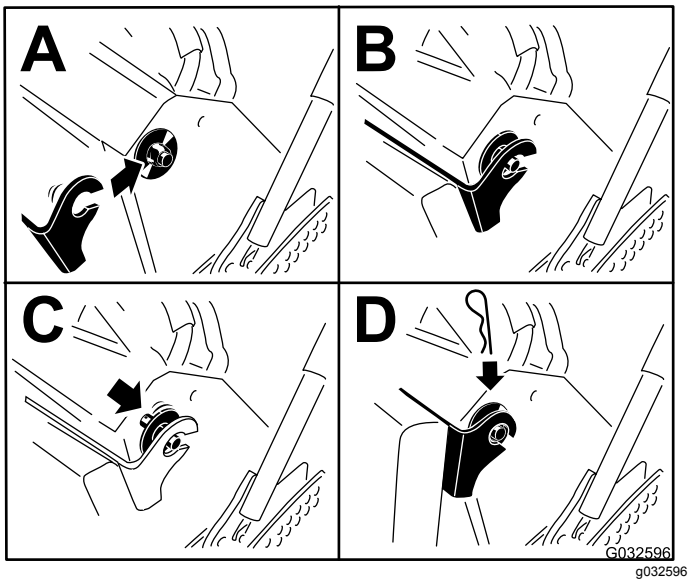

Figur 34
6. Lyft upp kudden och skjut tillbaka den på pinnarna på båda sidorna av maskinen (Figur 34).
7. Skjut in de stora brickorna med plastbussningar i kuddfästet och fäst dem med en hårnålssprint (Figur 34).